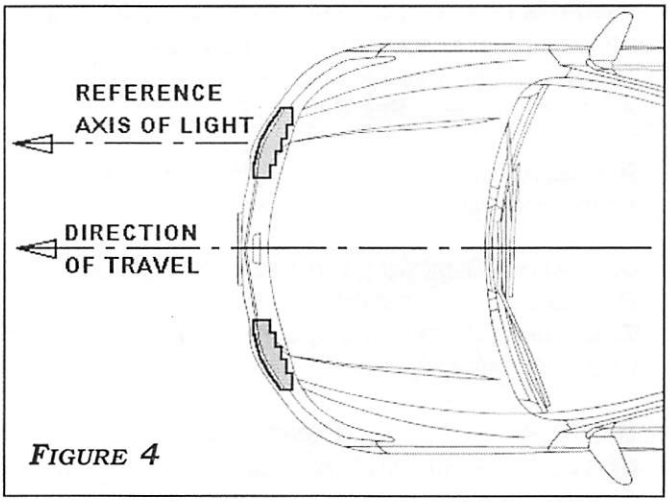

Figure 4
- The reference axis of the light must be parallel to the longitudinal axis of the vehicle (i.e. the lens of the light should be vertical to the ground and perpendicular to the direction of travel). *Figure 4*